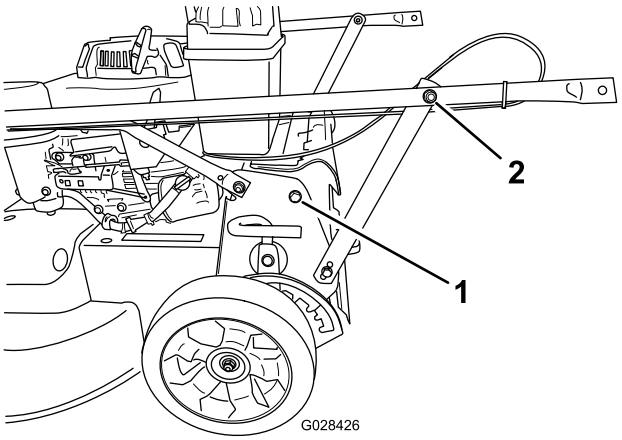

Figur 4
1. Fjern de 2 bolte fra maskinstellet på det sted, der er vist i Figur 4.